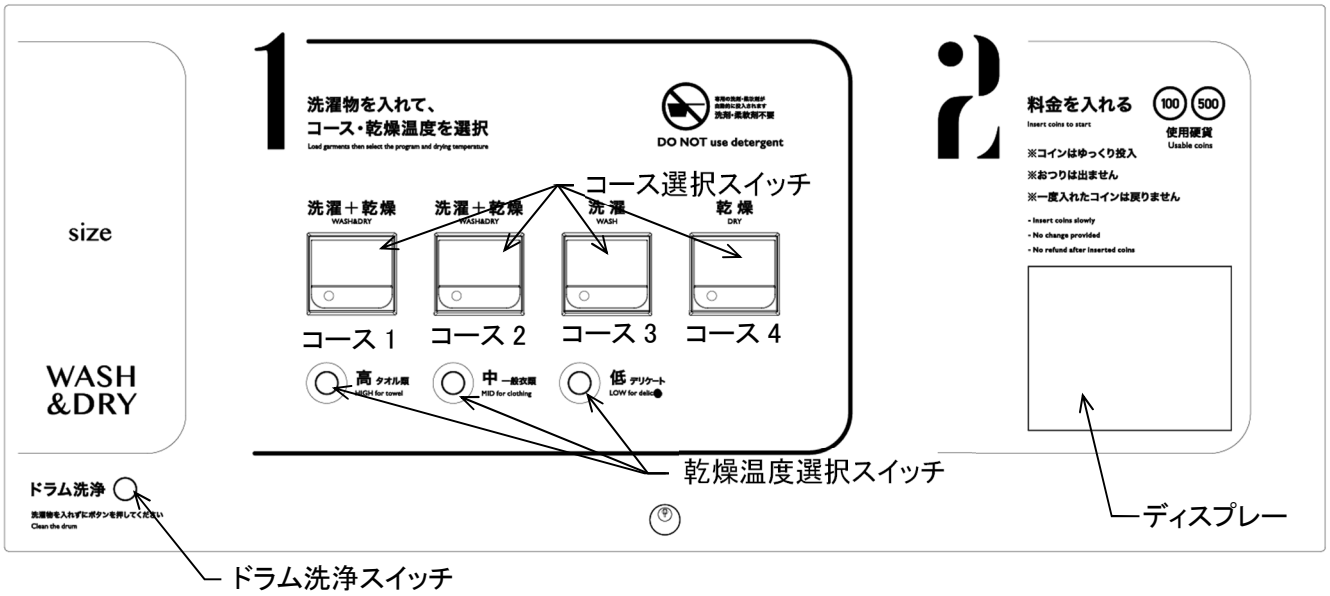

図 7-1
7. 1. 1 操作パネルの説明（図 7-1）
2) コース選択スイッチを押し、コースを選択します。（図 7-1）